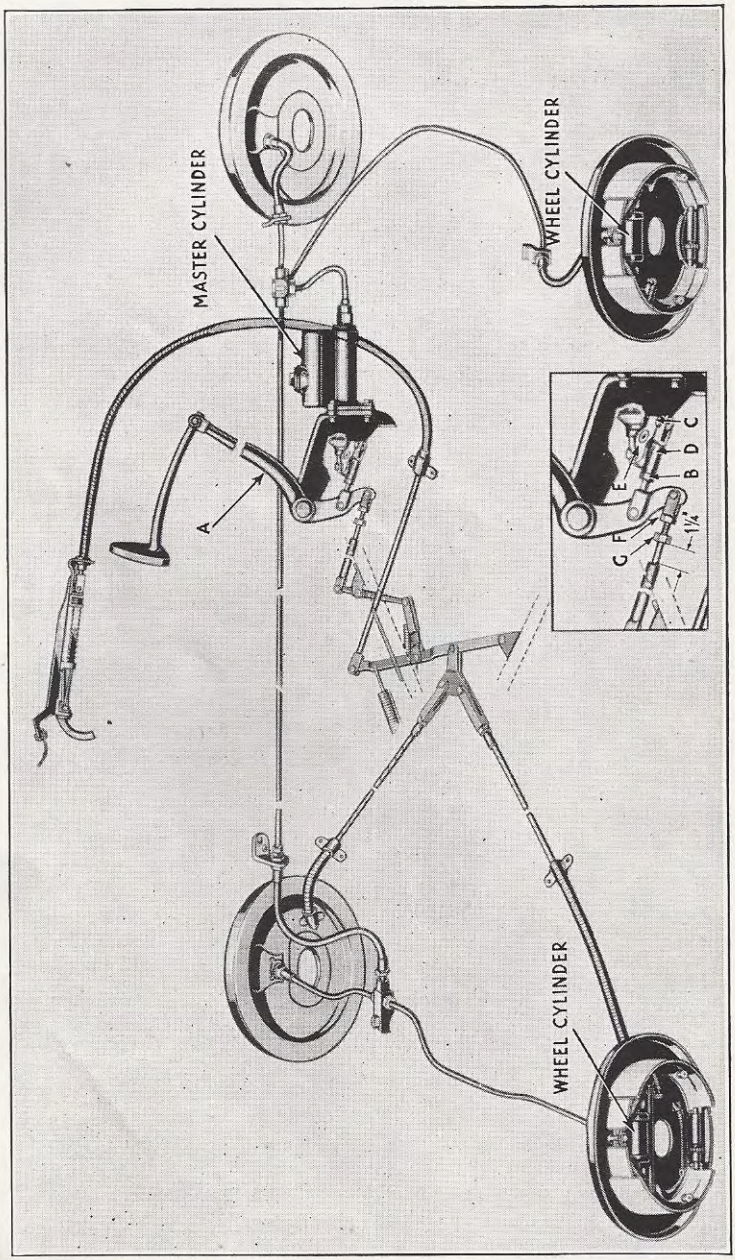
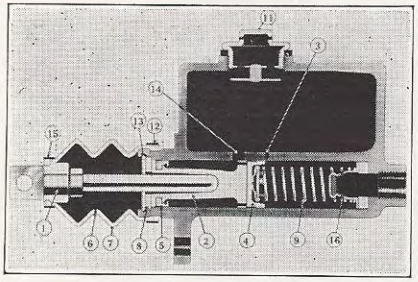

Figure 47
Figure 49
Patented Double-Safe Hydraulic Brakes, incorporating a reserve mechanical system operating from the same brake pedal, are used on all models, see Fig. 47.
Hydraulic Operation—As the brake pedal is applied pressure is exerted on the brake fluid in the hydraulic system by the forward movement of master cylinder piston (2), Fig. 49. The pressure thus created in the hydraulic system forces the pistons of the wheel cylinders, Fig. 47, outward, spreading the brake shoes. To assure proper return of shoes to normal position when brakes are released, there must be at least ¼ inch clearance between brake pedal shank (A), Fig. 47, and floor board. See "Brake Pedal Adjustment," page 66.
As the presence of air in the Hydraulic System causes spongy pedal and poor braking operation, the self-compensating type master cylinder, Fig. 49, must be kept at least half full of fluid at all times. The filler cap (11) and the area around it should be carefully wiped off before removing it to preclude the possibility of dirt getting into the hydraulic system. Be sure to consult your Authorized Hudson Dealer when brake service of any kind is desired.
Mechanical Follow-up on Rear Wheels—If for any reason the hydraulic system should become inoperative when the brakes are applied, **continued pressure on the same pedal** will automatically apply the rear wheel brakes for an emergency stop. This is accomplished through a mechanical reserve system operated by rotary-equalized steel cables attached to the same push rod arrangement used when applying the Hand Parking Brake, (see Fig. 47). To adjust, see "Pedal Push Rod Adjustment," on this page.
Brake Pedal Adjustment—To assure full return of the brake pedal to relieve the pressure in the hydraulic system and preclude the possibility of brake drag, at least ¼ inch clearance must be maintained between pedal shank (A), Fig. 47, and floor board.
In the event less sensitive brake operation is desired, particularly at low speed, the brake pedal link (D), Fig. 47, may be changed to the alternate or left hand hole in the master cylinder operating lever (E). This results in a harder pedal due to shorter travel on application. In production the link is assembled in the right hand hole for soft pedal action.
With master cylinder operating lever (E), Fig. 47, against its stop, loosen brake pedal push rod adjusting end lock nut (F) and turn push rod (G) until rear face of the hex is 1¼ inches from front end of pedal push rod. Tighten lock nut (F) securely.